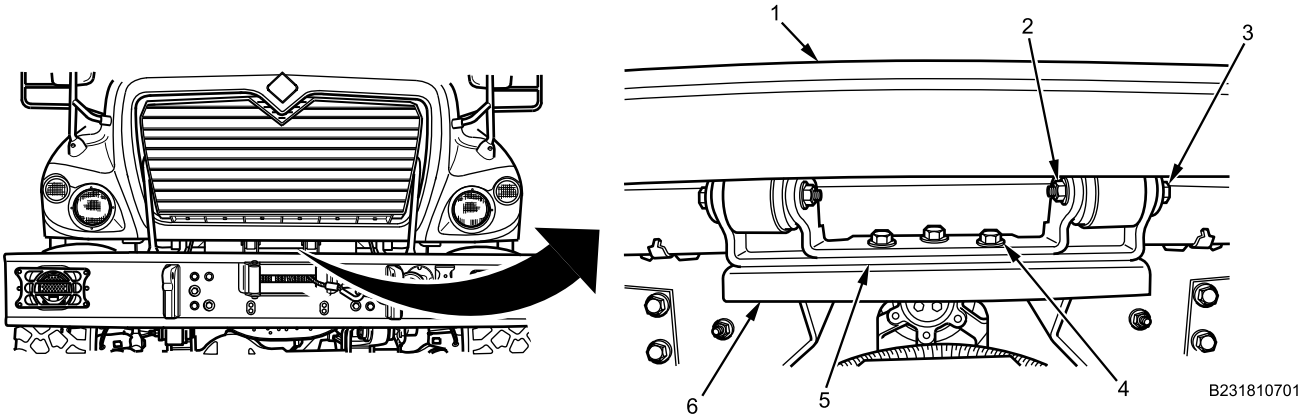

Figure 1. Hood Hinge Assembly.
1. With assistant, support hood assembly (Figure 1, Item 1).
2. Remove two nuts (Figure 1, Item 2) and two bolts (Figure 1, Item 3) from hood hinge assembly (Figure 1, Item 5).
3. Remove three nuts and three bolts (Figure 1, Item 4) from hood hinge assembly (Figure 1, Item 5).
4. Remove hood hinge assembly (Figure 1, Item 5) from hood hinge mounting bracket (Figure 1, Item 6).